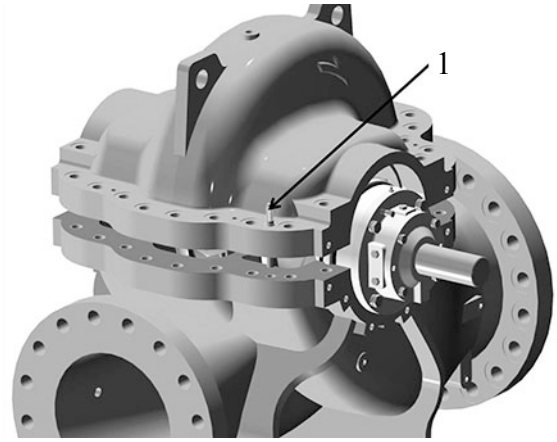

Figure 46: Upper casing alignment and installation via tapered pins
30. Set the rotating element in the pump casing, assuring correct rotation. Locate both seal body tongues in their respective casing grooves. Locate the pins in the seal body and casing wear ring in their respective slots at the casing parting surface. Correct any O-ring bulging. (see Figure 46)